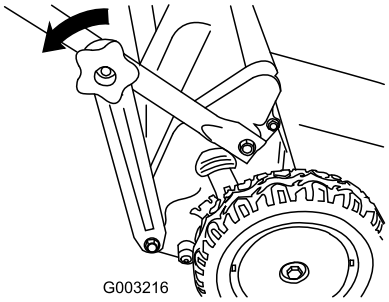

Figure 49
1. Remove the lower handle knobs (Figure 49).
2. Detach the lower handle brackets from the lower end of both handle sides (Figure 49).